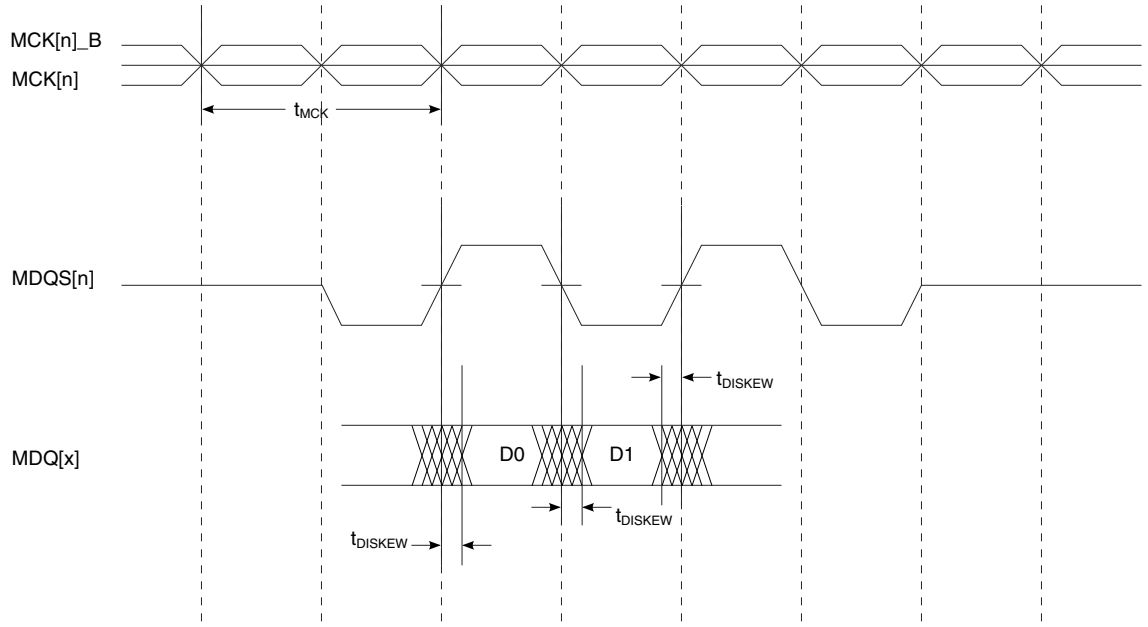

Figure 12. DDR4 SDRAM interface input timing diagram
1. See Figure 12. on page 83.
3. See Figure 12. on page 83.